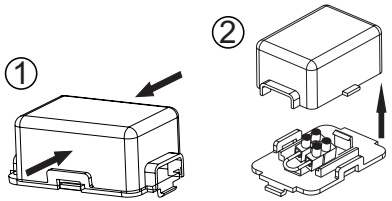

Abb. 4: Anschluss Fensterkippschalter
Auf der Elektronik-Box ist in einer kleinen schwarzen Box eine Lüsterklemme mit eingesetzter Kabelbrücke installiert (▲ Abb. 4). Öffnen Sie die Box indem Sie den Deckel an den langen Seiten zusammendrücken ① und abnehmen ②.